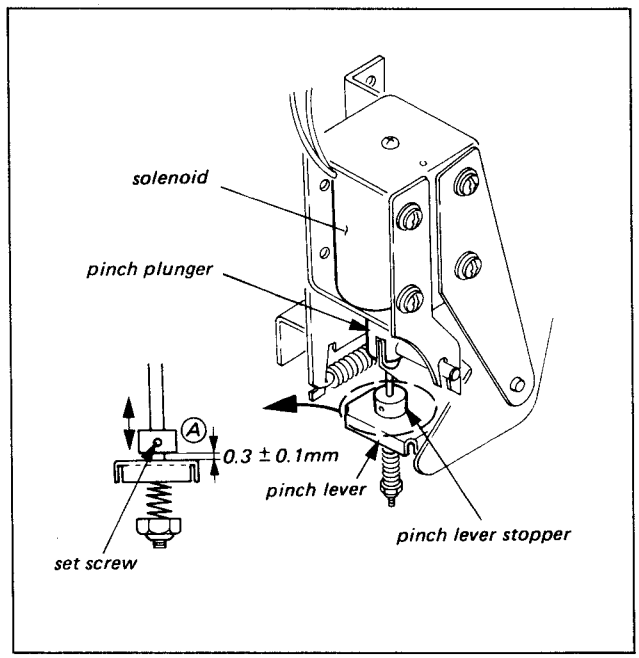

Fig. 8-9. Pinch lever stopper adj.
3. Check to see that clearance in Fig. 8-9. (between the Pinch Lever Stopper and the Pinch Lever) is between 0.2 mm to 0.4 mm. If not, loosen the set screw and adjust the Pinch Lever Stopper position.